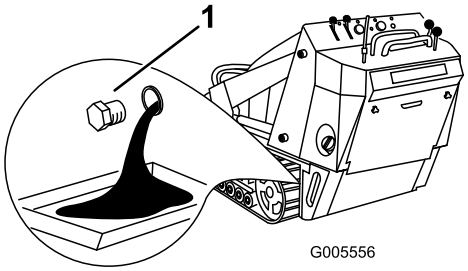

Figuur 32
4. Verwijder de aftapplug (Figuur 32).